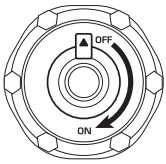

Rys. 1
3. Ustaw otwór wentylacyjny na korku zbiornika paliwa w pozycję „ON” (Rys.1).